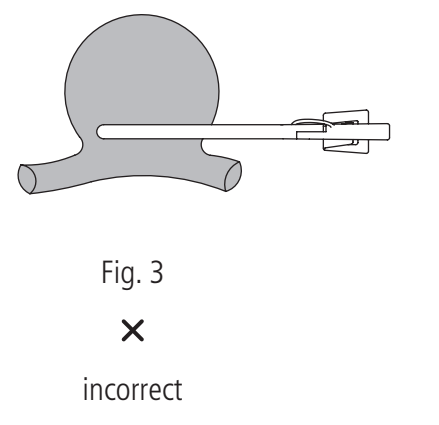

Fig. 3 × incorrect
- **Application du clip sur la pointe du mors (voir fig. 3)**